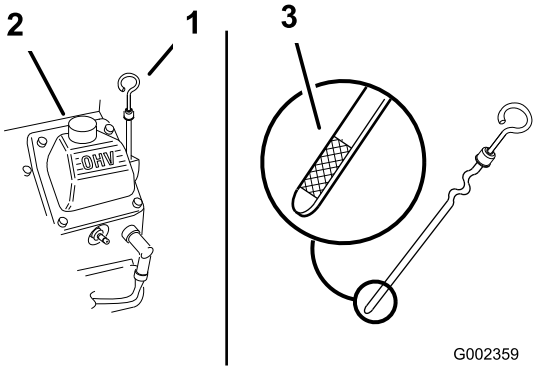

Figur 17
2. Gör rent omkring oljestickan (Figur 17) så att smuts inte kan falla ned i påfyllningshålet och skada motorn.
3. Ta ur oljestickan, torka av den och sätt tillbaka den igen (Figur 17).
Oljenivån ska nå upp till märket Full på oljestickans metallände (Figur 17).
5. Ta bort locken på påfyllningsröret och fyll på olja tills nivån når upp till markeringen Full på oljestickan om oljenivån inte når upp till markeringen (Figur 17). **Fyll inte på för mycket.**